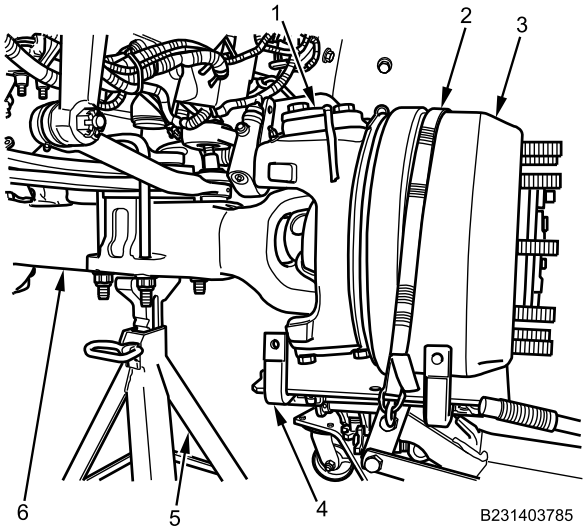

Figure 8. Steering Arm Set-Up for Installation.
8. Remove strap (Figure 8, Item 2) from wheel hub (Figure 8, Item 3) and transmission jack (Figure 8, Item 4).
9. Remove transmission jack (Figure 8, Item 4) from wheel hub (Figure 8, Item 3) and steering knuckle (Figure 8, Item 1).